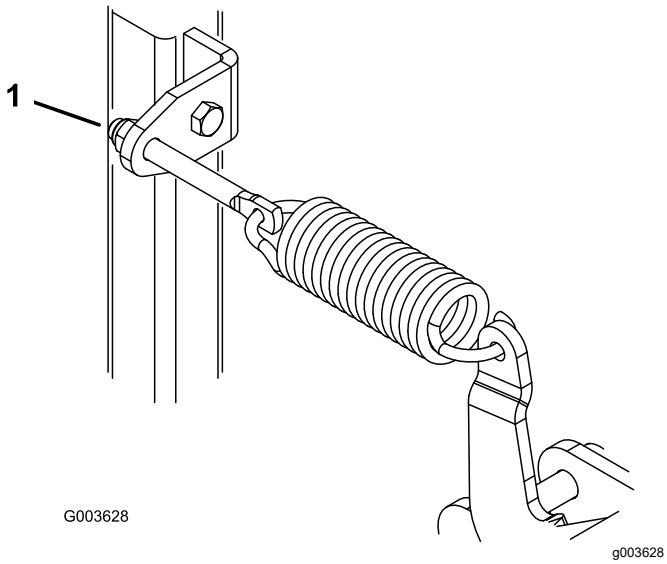

Figura 15
2. Rotii piuliele de reglare a arcului (Figura 15) în sensul acelor de ceasornic pentru a ridica lama sau în sens invers acelor de ceasornic pentru a coborî lama.